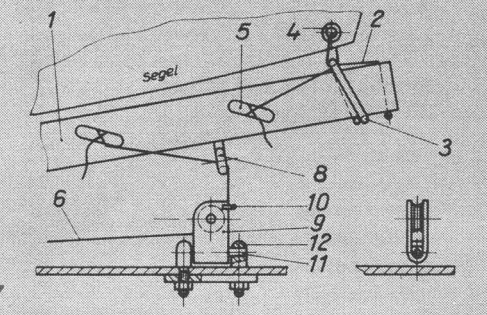

Bild 7
Bei der zweiten Variante (Bild 7) wird die Schot (6) über eine Umlenkrolle (9) geführt, die sich seitlich schwenken läßt. Ein angelöteter Drahtbügel (10) garantiert die richtige Lage der Rolle. Die Achse (11) ist mit dem Bolzen (12) verlötet.